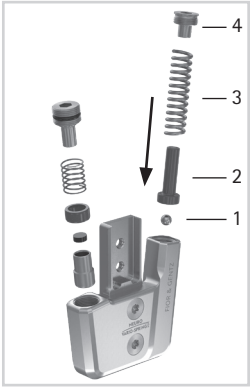

Fig. 16
1 Inserire la sfera (1) nel bullone (2, fig. 16).